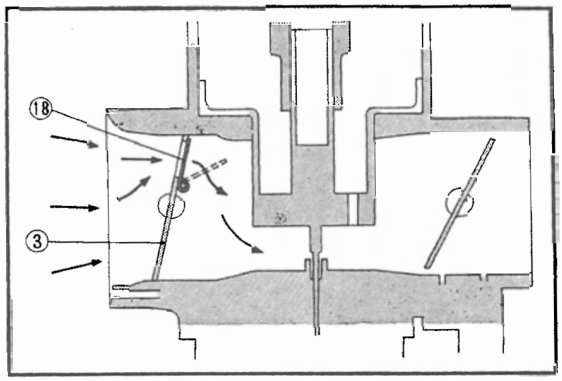

Fig. 3. 128 Relief valve
Thus, fully opening the choke valve (3), warm-up operation can be continued. **(Fig. 3. 128)**